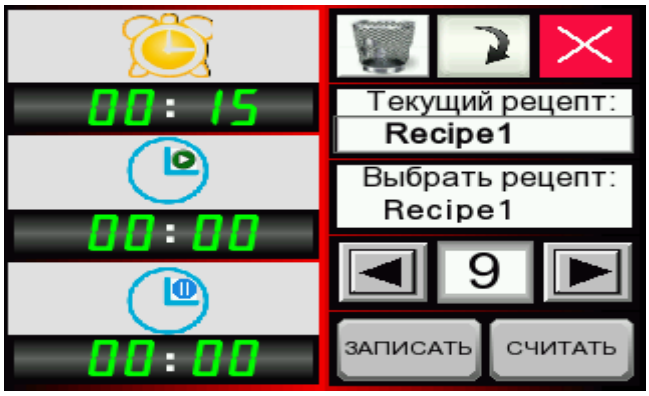

Рисунок 21 – Второй экран «Рецепты». Копирование параметров рецептов
5.7.3 Значения, сохраненные в рецепте №1, копируются в рецепт№ 9 (Рисунок 21).